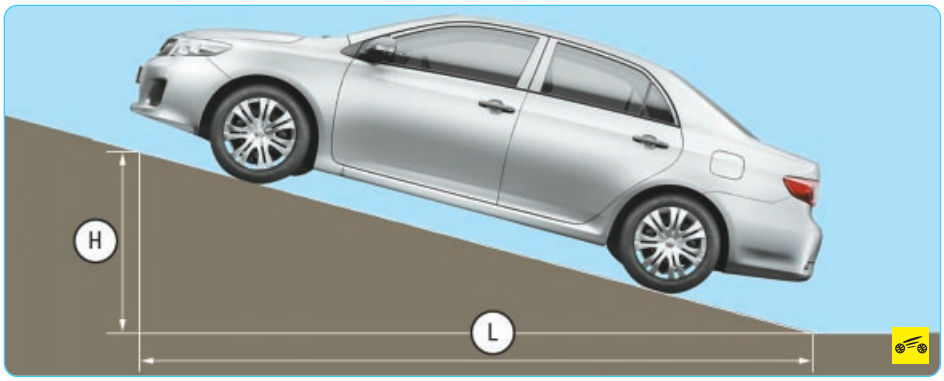

Рис. 9.6. Проверка стояночного тормоза
1. Для проверки правильности регулировки стояночного тормоза найдите вблизи места стоянки вашего автомобиля эстакаду или погрузочный пандус высотой **H**, равной 1,25 м, при длине въезда **L**, составляющей 5 м (рис. 9.6). Такое соотношение соответствует уклону 25%. Установите автомобиль на уклон. Нажмите и удерживайте педаль тормоза. Переведите рычаг механической коробки передач в нейтральное положение или рычаг селектора выбора режима автоматической коробки в положение «N». Поднимите до упора рычаг стояночного тормоза. Плавно отпустите педаль тормоза. Автомобиль должен неподвижно удерживаться на уклоне. Если автомобиль начал